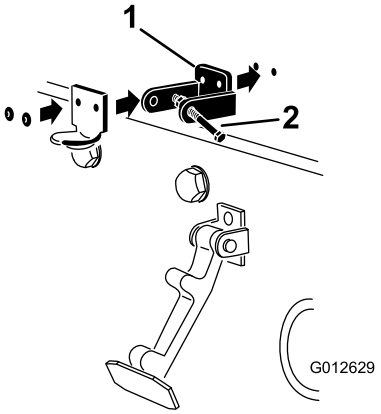

Figuur 6
3. Plaats de beugel van de CE-vergrendeling en de beugel van de motorkapvergrendeling op de motorkap en lijn de montage-openingen uit. De beugel van de vergrendeling moet zich tegen de motorkap aan bevinden (Figuur 6). Verwijder de bout en moer niet van de arm van de beugel van de vergrendeling.
5. Bevestig de beugels en de ringen met de popnagels aan de motorkap (Figuur 6).